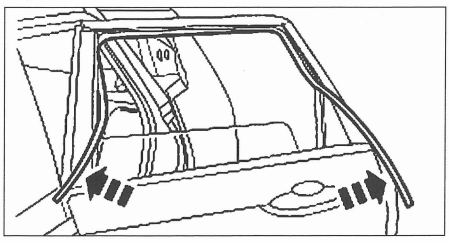

FIG. 58
• Sacar las partes inferiores de la junta de patín de puerta y dejarlas colagando hacia el exterior **(fig. 58)**.